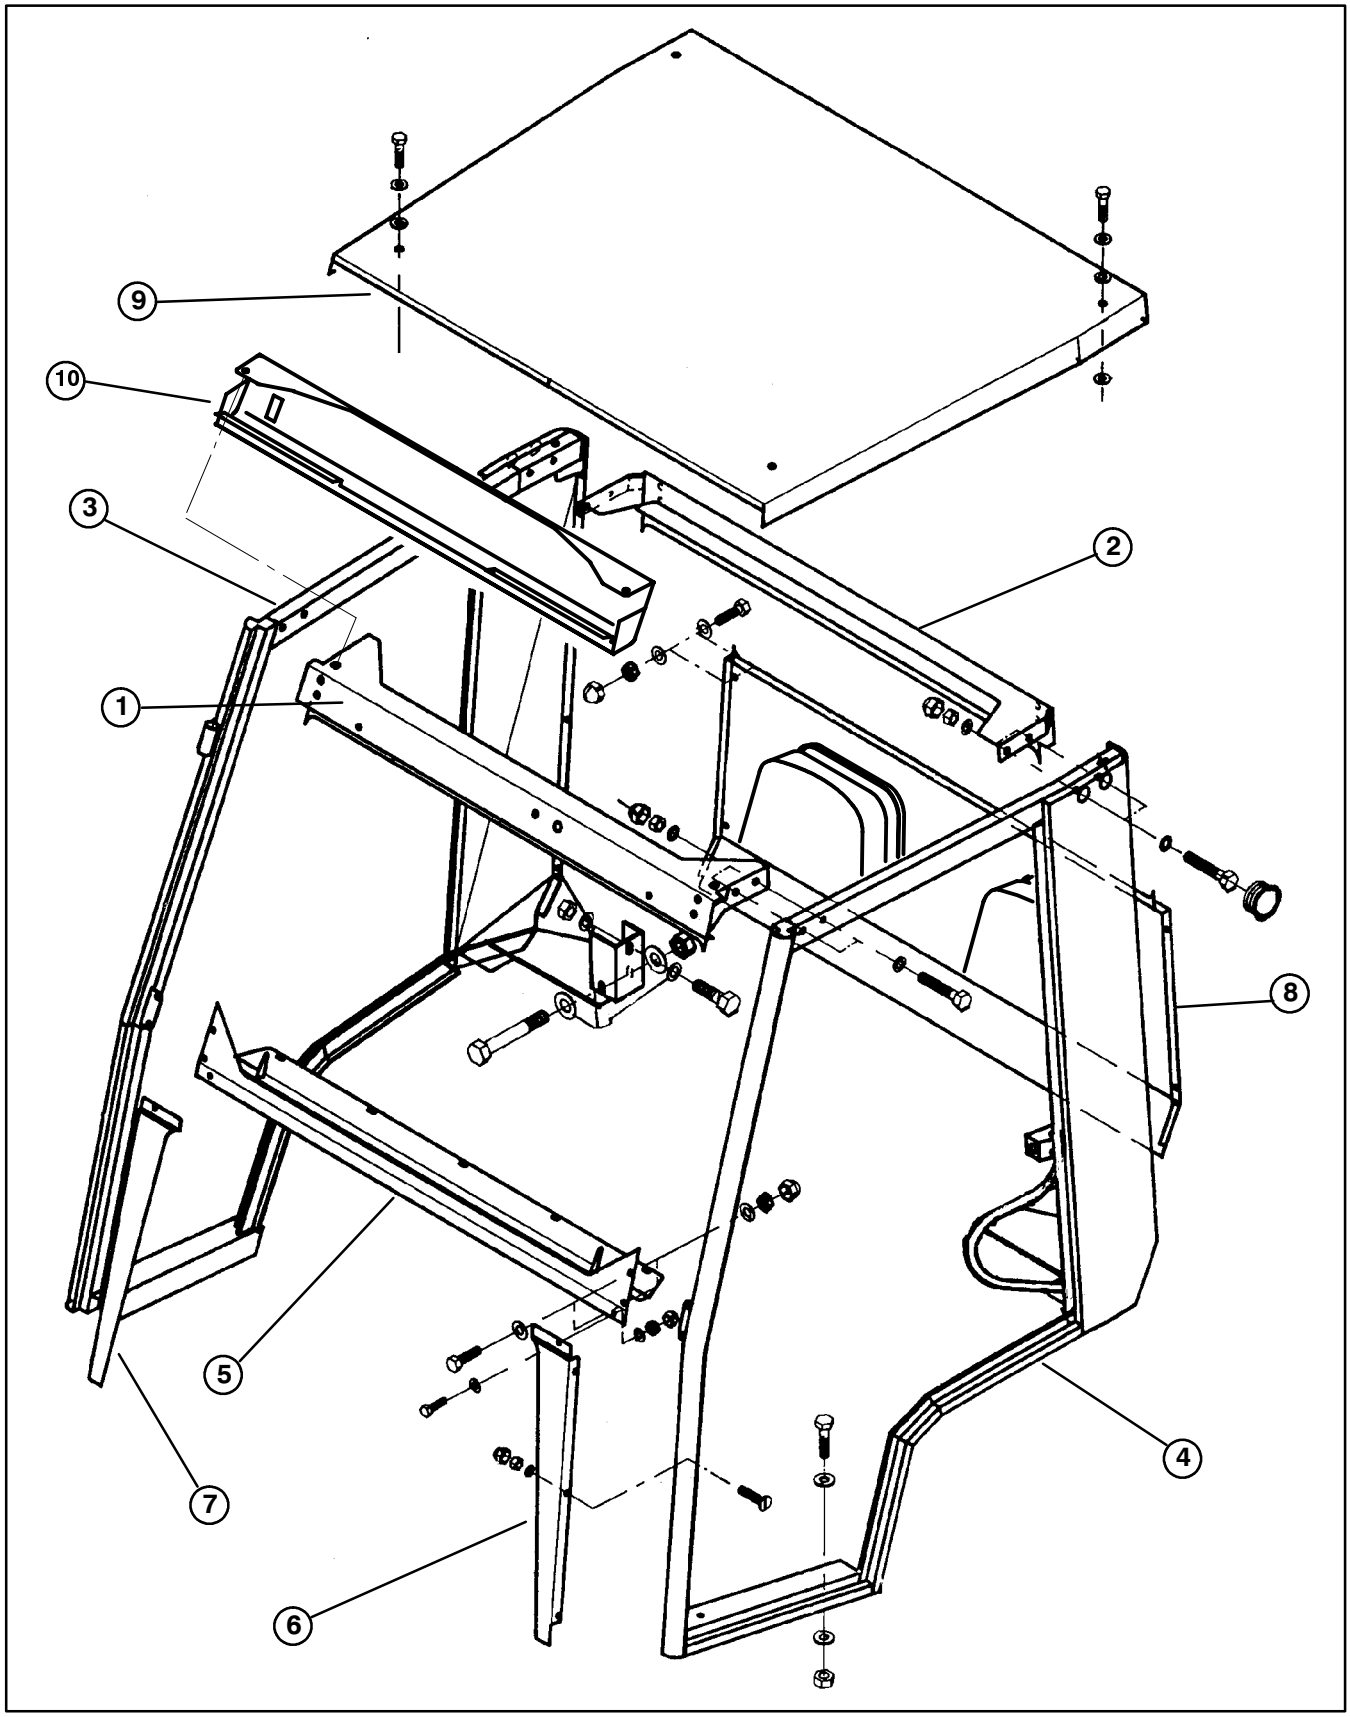

Figure 9
14. Loosely secure each end of front and rear upper supports to right and left side door frames with (2) M10 x 60 mm capscrews, (4) washers and nuts. Washers to be positioned to the outside of mating parts. Position components as shown in figure 9. Make sure wire harness from top of left side door frame is routed over upper support toward inside of cab.
15. Loosely secure each end of lower front support to front of side door frames with (2) M6 x 16 mm capscrews, (4) washers and nuts. Washers to be positioned to the outside of mating parts. Position components as shown in figure 9.
16. Loosely secure left, front cover shield to left door frame with (3) M8 x 45mm screws, washers and nuts. Position components as shown in figure 9.
17. Loosely secure top of left, front cover shield to lower front support a M8 x 20mm capscrew, washer and nut. Position components as shown in figure 9.
21. Loosely secure rear panel to rear of side door frames with (6) M8 x 45mm capscrews, (12) washers and nuts. Position components as shown in figure 9.
24. Loosely secure right rear corner of cab to ROPS receiver with a M12 x 35mm capscrew, (2) washers and nut and with a M12 x 90mm capscrew, (2) washers and nut.
26. Using bottom of door frame as a template, locate, mark and drill (3) .438" dia. holes (per side) in vehicle floor.
27. Secure bottom of each door frame to vehicle floor with (3) M12 x 35mm capscrews, (2) washers and nuts (Fig. 9). Tighten fasteners securely.
29. Loosely secure remaining holes of lower front support to trim bracket and hood with (3) M8 x 25mm capscrews and nuts.
47. Position roof onto cab frame aligning mounting holes with holes in front and rear supports and wiper motor cover (Fig. 9). Make sure wire harness is not pinched but only compressed by roof head liner foam.
48. Secure roof and wiper motor cover to front support with (2) M8 x 35mm capscrews, washers and washer seals (Fig. 9).
49. Secure roof to rear support with (2) M8 x 55mm capscrews, washers and washer seals (Fig. 9).